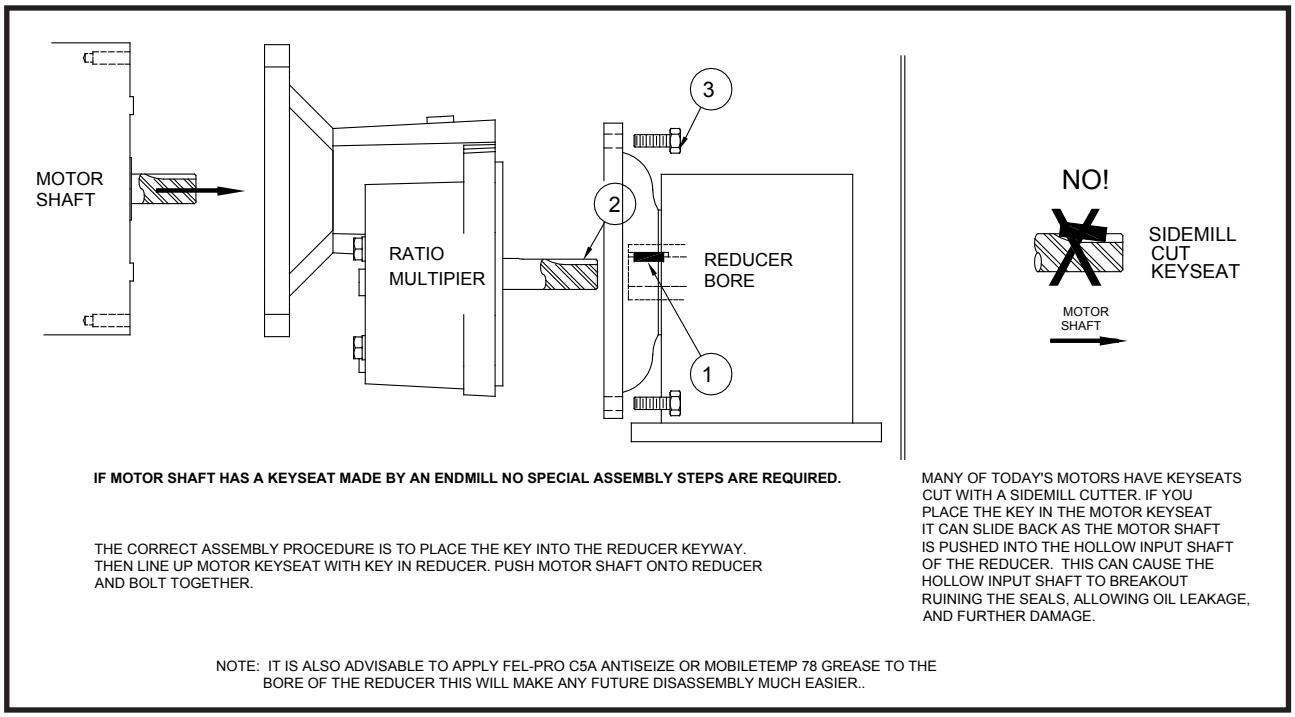

FIGURE 9
1. ASSEMBLE / DISASSEMBLE MOTOR TO REDUCER & RATIO MULTIPLIER (IF USED) - Because many of today's motor keyways are cut with a sidemill cutter, the following assembly instructions should be followed to insure a trouble-free fit between motor and reducer. First, place the key into the reducer keyway. Second, line up the motor keyseat with the key and push the motor shaft into the reducer bore. Third, finish assembly be bolting the motor to the reducer flange. This procedure should insure that the key does not slide back in the motor keyseat. See ***FIGURE 9.***